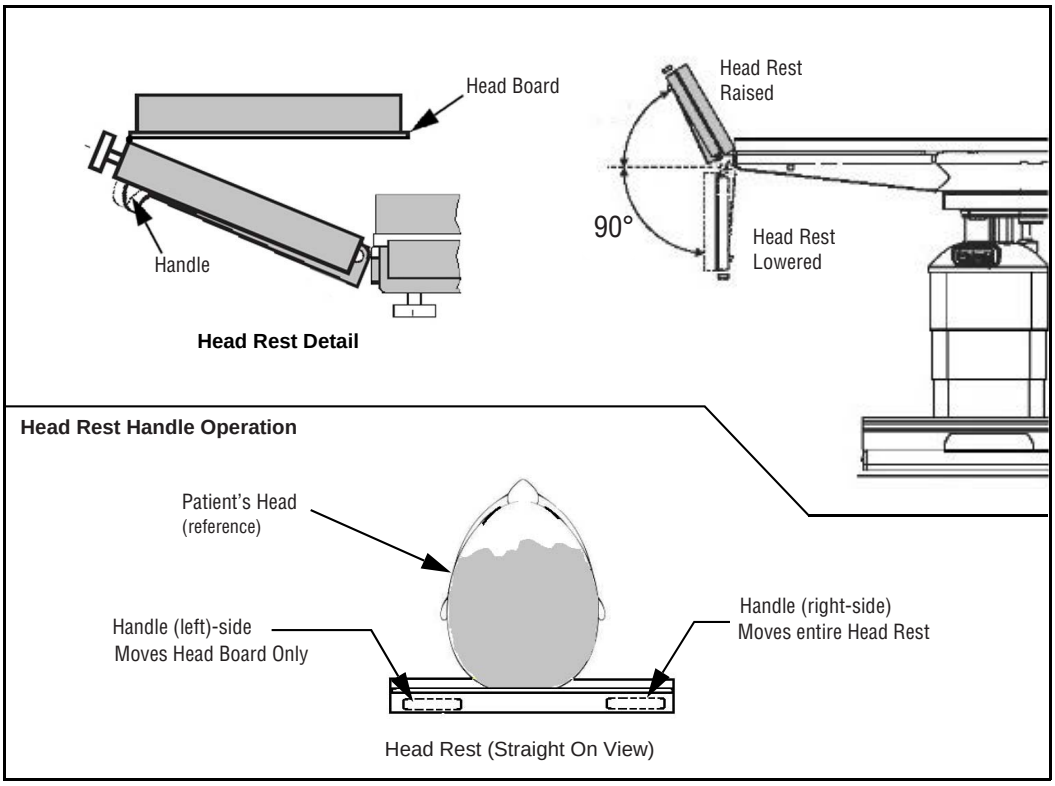

Figure 4-11. Adjusting the Head Rest
NOTE: For instructions on adjusting the head rest, refer to *Section 5, Operating the Surgical Table*, and to *Figure 4-11*.
1. **Fully loosen both locking thumbscrews located at bottom edge of back frame (see *Figure 4-11*).**